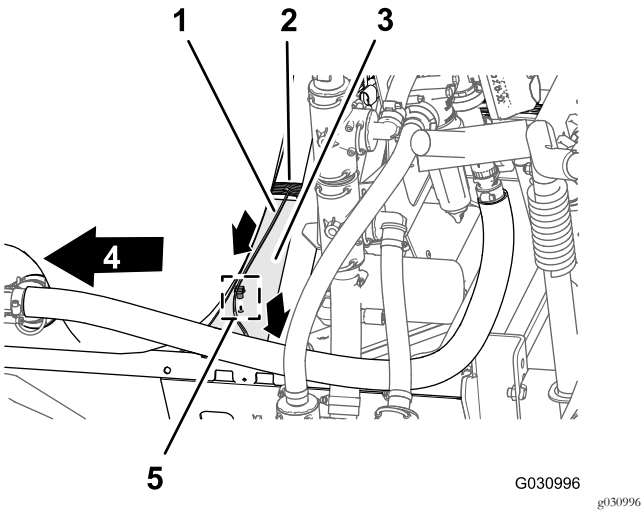

Figuur 113
1. Leid de kabelboomaftakking van 74 cm voor de magneetklep van de spuitpomp over de bovenkant van het framekanaal van de spuitmachine, en omlaag naar de magneetklep van de spuitpomp (Figuur 113).
2. Steek de druknagel van de kabelboomaftakking van 74 cm in de opening in het framekanaal van de spuitmachine (Figuur 113).